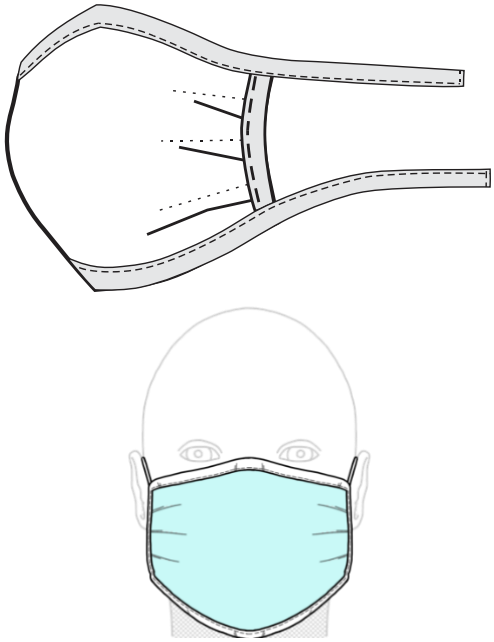

Figura 2
3.1.2. Mascarilla de tela con pliegues (véase la Figura 2).